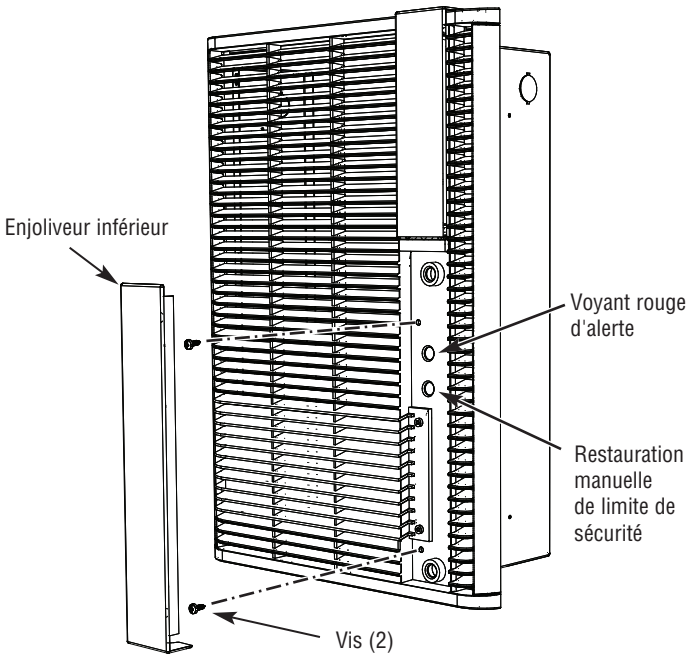

Figure 5 – Emplacements des vis de grille
4. Il y a deux trous dans la zone de l'enjoliveur inférieur de la grille, qui s'alignent avec deux trous dans l'ensemble de radiateur. Insérez deux vis dans ces trous et serrez (Figure 5).
Ce radiateur est équipé d'un contrôle de limite de sécurité à restauration manuelle, qui va automatiquement couper le radiateur en cas de surchauffe pour éviter un départ d'incendie. Un voyant rouge d'alerte va s'allumer pour prévenir que la coupure de sécurité a été déclenchée. La Figure 5 indique l'emplacement de ces éléments.
RESTAURATION DE LA LIMITE DE SÉCURITÉ (SEE FIGURE 5)